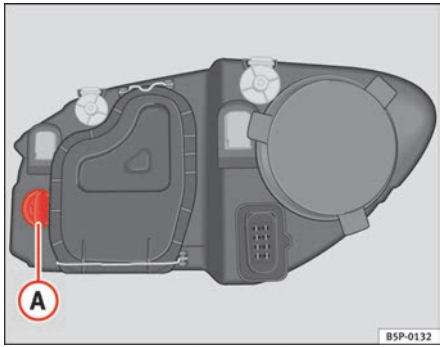

Fig. 180 Turn signal lamps
– Rotate the lamp holder ⇒ fig. 180 (A) to the left and pull.